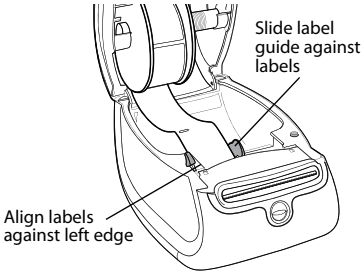

**Figure 4**
- The labels must be loaded with the left edge of the label inserted against the left edge of the label feed slot. See Figure 4.
7. Align the left edge of the label with the left edge of the label feed slot and insert the label into the slot. See Figure 4.
8. **(450, 450 Turbo, Duo, and Twin Turbo Only)** Slide the label guide to the left until the label guide aligns with the right edge of the label. See Figure 4.